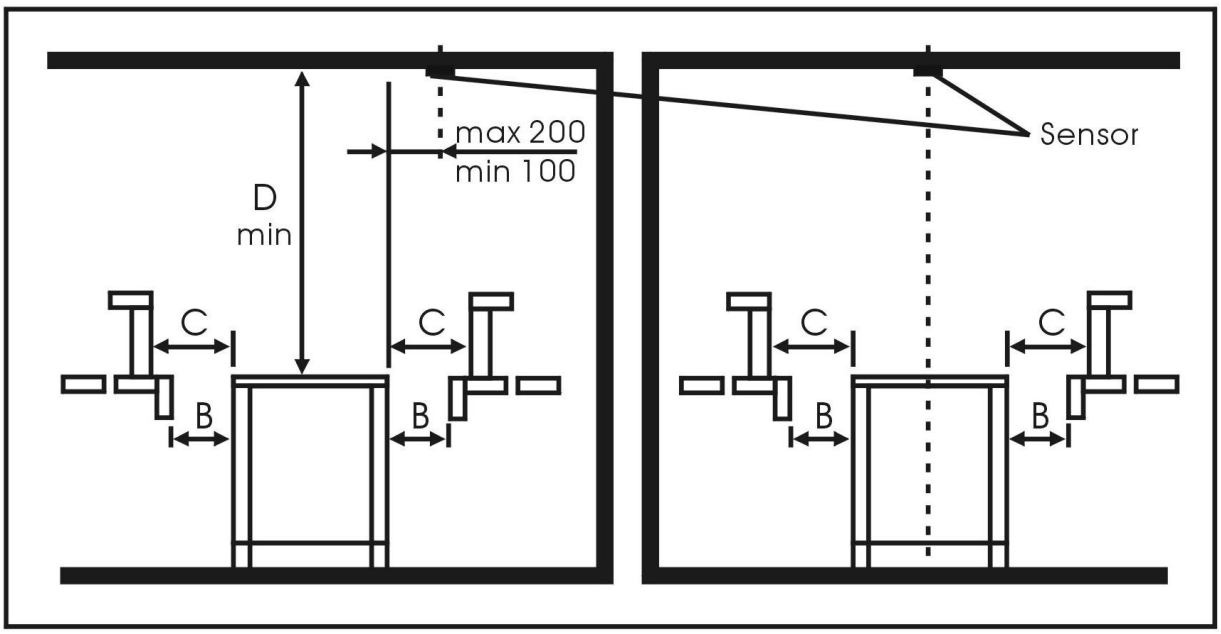

Figure 3 . The location of heater
- The location of the heater should fulfil the minimum requirements concerning the distances given in table 1 and figure 3.
- The heater gets very hot when working, to avoid the risk of accidental contact with the heater, it is recommended that a heater guard to be provided. The guard could be made into many kinds of patterns in accordance with the location place, but some size must be made as table 1 and figure 3.
Attention: Temperature sensor should be installed in sauna room but not directly above sauna heater, the height must be a minimum of 1800mm from floor. The horizontal distance to sauna heater must exceed 500mm, refer to Figure 3.